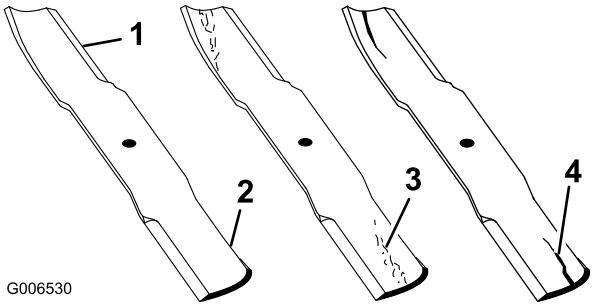

Figuur 53
1. Controleer de snijranden (Figuur 53). Als de snijranden niet scherp zijn of inkepingen vertonen, moet u de messen verwijderen en deze slijpen. Zie Maaimessen slijpen.
2. Controleer de messen, met name het gebogen deel (Figuur 53). Als u beschadiging, slijtage of groefvorming in dit deel constateert (Figuur 53), moet u het mes direct vervangen.